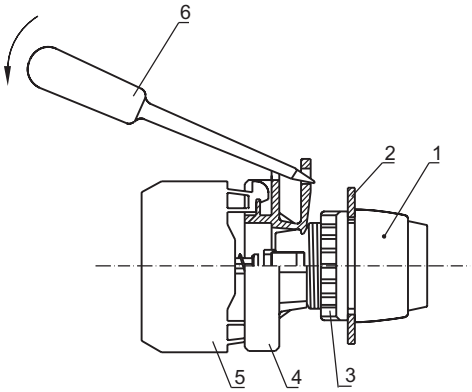

Rys.6
2)Wkretak płaski umieścić w uchu korpusu pośredniego (4) ,lekko nacisnąć i odpiąć korpus pośredni. rys.6